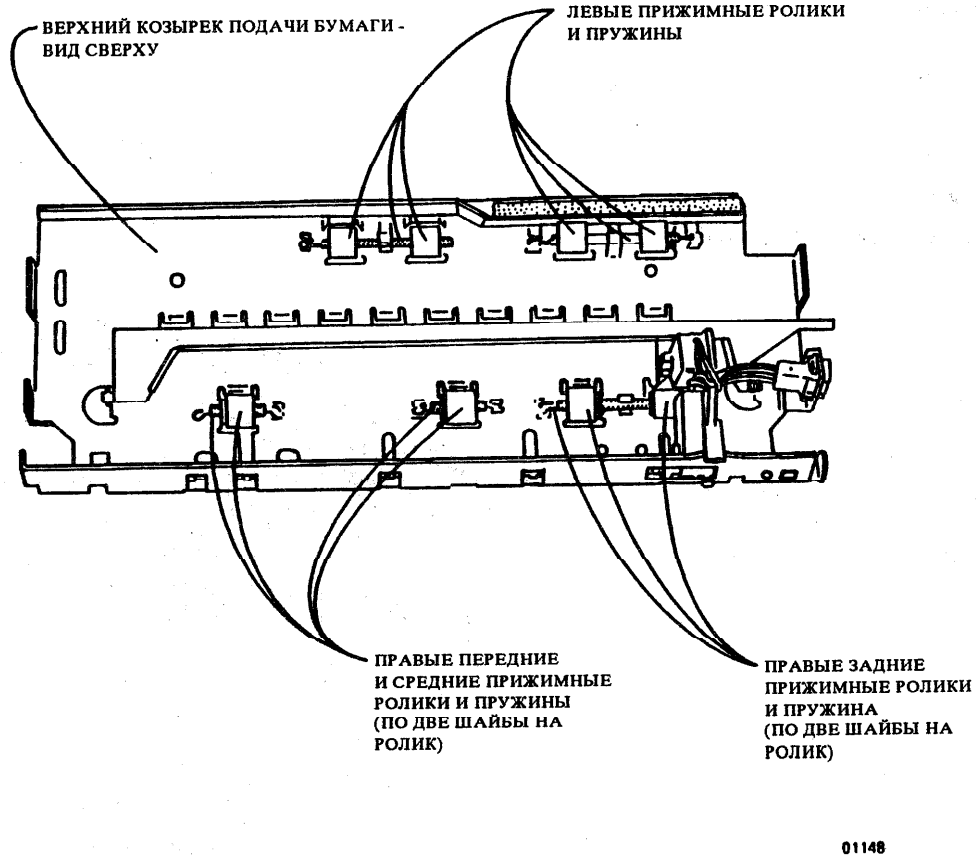

Рис. 2. Снятие прижимных роликов и пружин
4. (Рис. 2): снять прижимные ролики и пружины в соответствии с необходимостью.